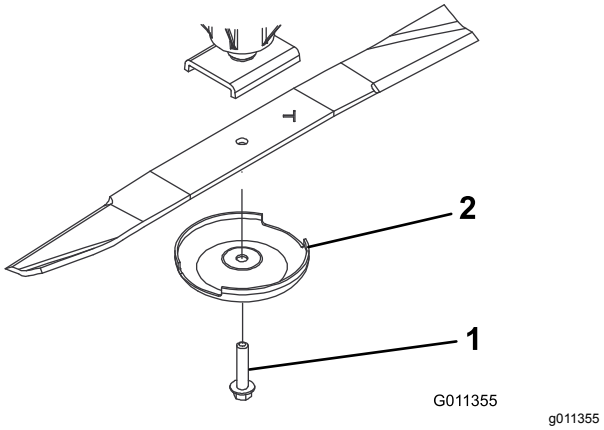

Figur 74
3. Ta bort knivskruven, antiskalpbehållaren och kniven från spindelaxeln (Figur 74).